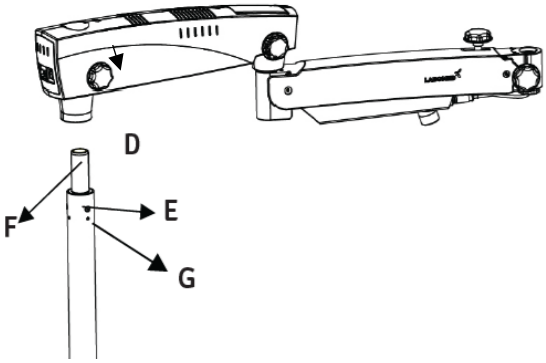

Fig. 30
7. **Take out the Arm Assembly from the same box and follow the Instructions below: (Refer Fig. 30)**
a. Ensure that the swivel arm lock knob (D) is slightly loosened.
b. Mount the Arm Assembly into Shaft (F).
c. Align three holes (E) with tapped hole on Shaft (F).
d. Use Allen Wrench 4mm and tighten 2 M6x16mm Allen screws (G).